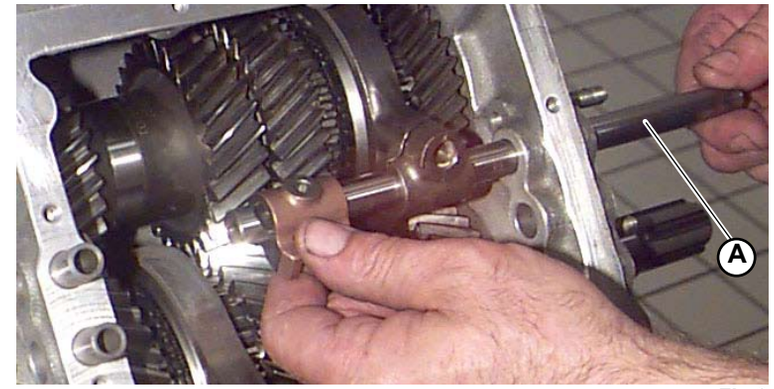

Fig.2
- Introduce the 5th/6th rod in the gearbox and in the 5th/6th fork; introduce the 5th/6th tooth on the rod (this is the reference of all the gearbox) and then introduce the rod completely (**A-Fig.2**).